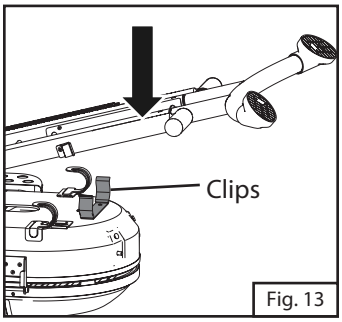

Fig. 13
14. Press legs firmly downward until legs lock into clip. (Fig. 13)